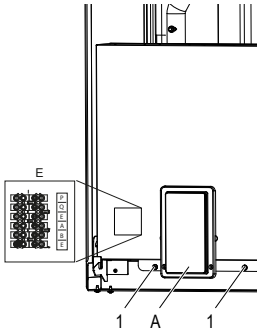

fig. 16 - vista senza pannello frontale
- svitare le due viti (part. 1 - fig. 16) sotto la scatola elettrica
A Pannello display e tastiera (fig. 16)
La morsettiera (part. B fig. 16) si trova sul lato sinistro della scatola elettrica caldaia. La morsettiera è di tipo mammut maschio-femmina. Sul lato della morsettiera è presente un'etichetta identificativa degli 6 morsetti disponibili.